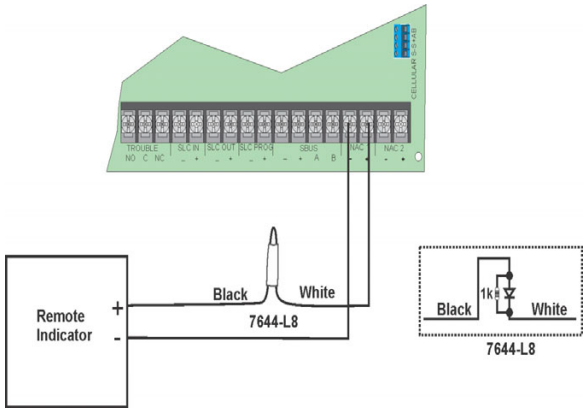

Figure 4.52 Polarity Reversal Connection Using the 7644-L8
1. Wire the 7644-L8 to the control panel as shown in Figure 4.52. Do not install an EOL resistor on the terminals of the NAC circuit used.